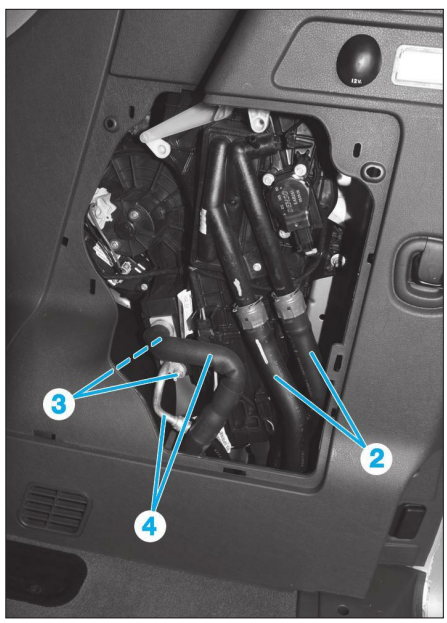

**Fig. 16**
• Désaccoupler les durits (1) sous la caisse.
- les agrafes de verrouillage des durits (2) **(Fig.16)**.
• Désaccoupler les durits (2).
• Déposer les écrous de maintien (3) des conduits (4).
• Désaccoupler et écarter les conduits (4).